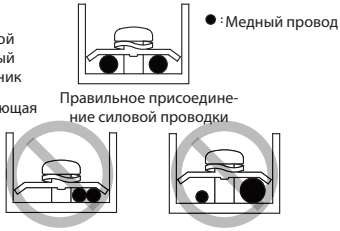

Рис. 8.4
- Не присоединяйте два силовых кабеля разного диаметра к одной и той же клемме электропитания (это может привести к перегреву проводов). См. рисунок 8.4.